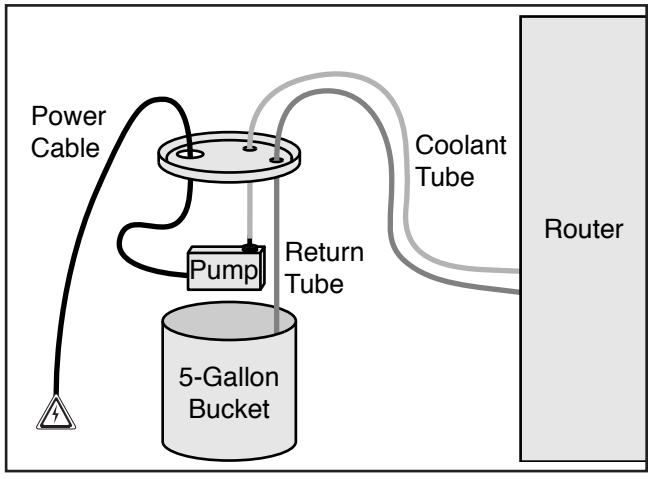

Figure 11. Connected cooling system.
2. Locate both coolant tubes under bed at rear of machine, then insert each coolant tube through ⅜" holes in bucket lid (see **Figure 11**).
3. Insert cooling pump plug and cooling pump power cord through 1" hole in lid (see **Figure 11**).
5. Place pump and return tube in 5-gallon bucket (see **Figure 11**).